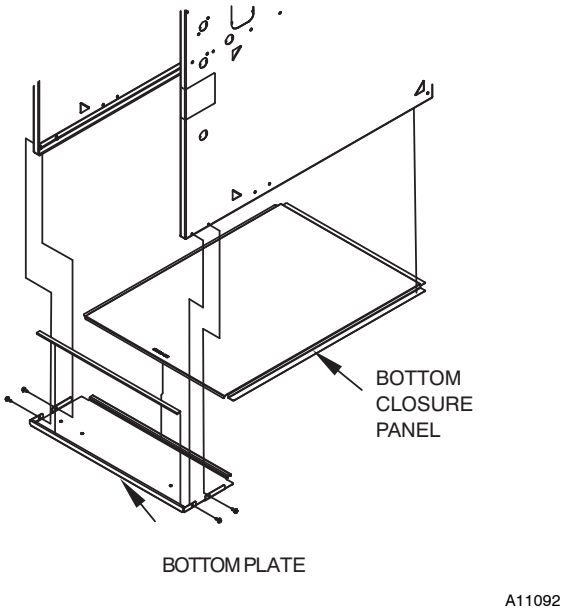

Fig. 24 - Removing Bottom Closure Panel
1. Tilt or raise furnace and remove 4 screws holding bottom plate. (See Fig. 24.)